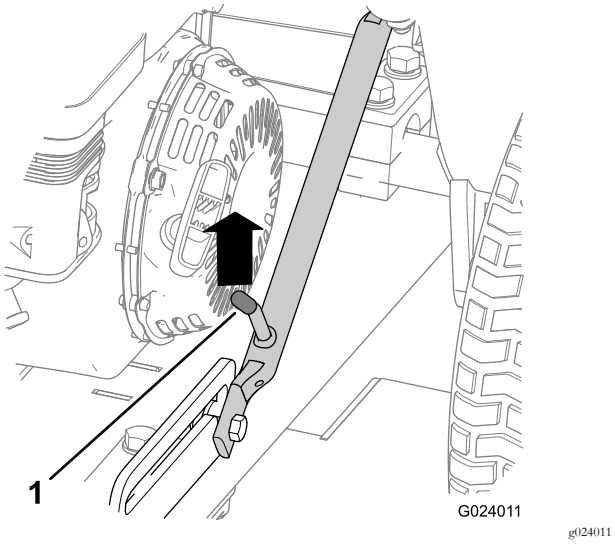
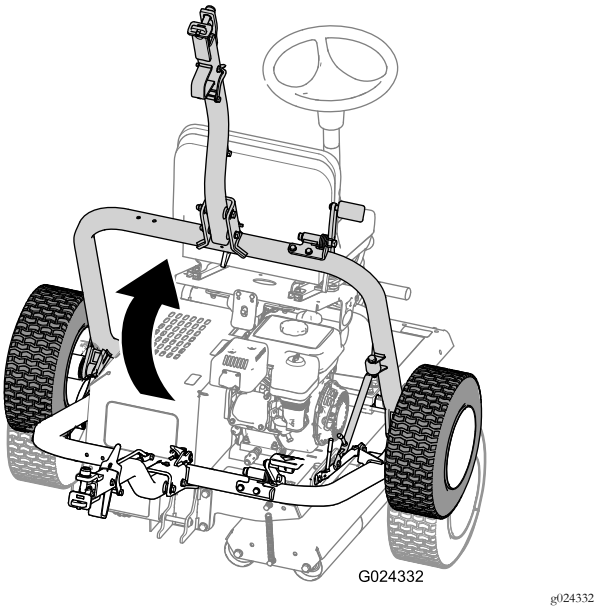

Figur 25
Figur 29
A. Skub op på bugsertræksamlingen, indtil låsegrebet kommer fri af låsen i slæden (Figur 25).
D. Hæv bugsertrækket (Figur 29), indtil låsegrebet kommer i låsen i slæden (Figur 25).